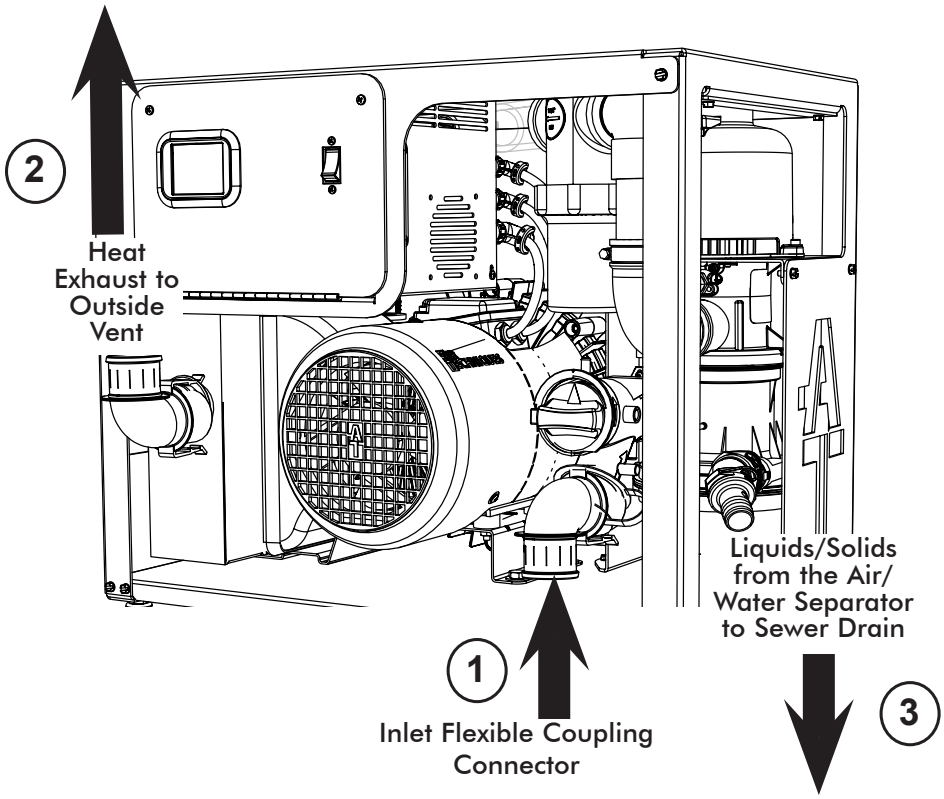

Figure 7. MOJAVE LT Plumbing Connection
Installation Layout Space. Figure 6 shows the requirements for the installation of MOJAVE LT. Please note that all units are shipped with leveling feet set to lowest position. Heights can be increased by 1 inch by adjusting the leveling feet. Refer to Figures 7 and 8 for connection details.
MOJAVE LT Connection Procedure. Using industry standard techniques, make the three connections between the LT with supplied components from accessory kits Refer to Figure 7 for the connection diagram and perform the following procedure.
1. **Treatment Room Suction Line to Pump Inlet Connection**. Refer to Figure 7, item (1) .
2. **Heat Exhaust Connection**. Refer to Figure 7, item (2) for the location of the vent hose connection at the pump heat exchanger output and the facility vent line. Make the heat exhaust connection by performing the following procedure.